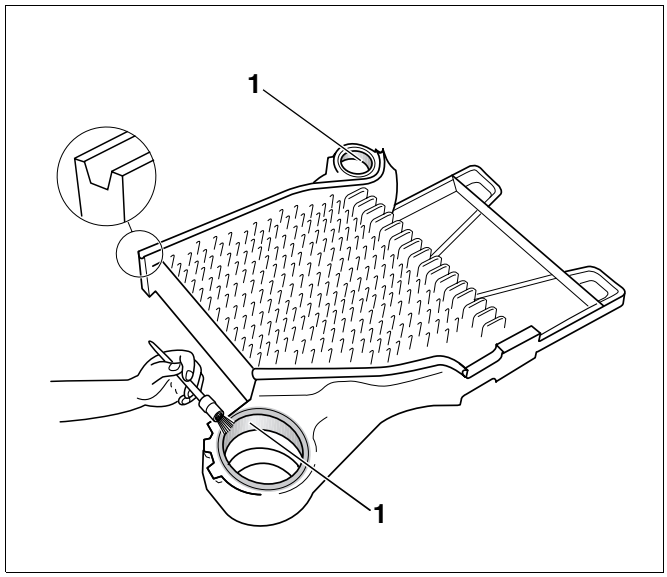

Afb. 7 Wrijf de ketelnaven in met menie
- Reinig de afdichtingvlakken van de ketelnaven (afb. 7, **pos. 1**) met een in benzine gedrenkte doek.
- Wrijf de menie gelijkmatig op de afdichtingvlakken van de de ketelnaven (afb. 7, **pos. 1**).